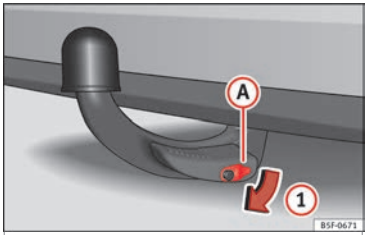

Fig. 227 Retirar la tapa de la cerradura
- Extraiga la tapa (A) de la cerradura en el sentido de la flecha (1) ››› **fig. 227**.